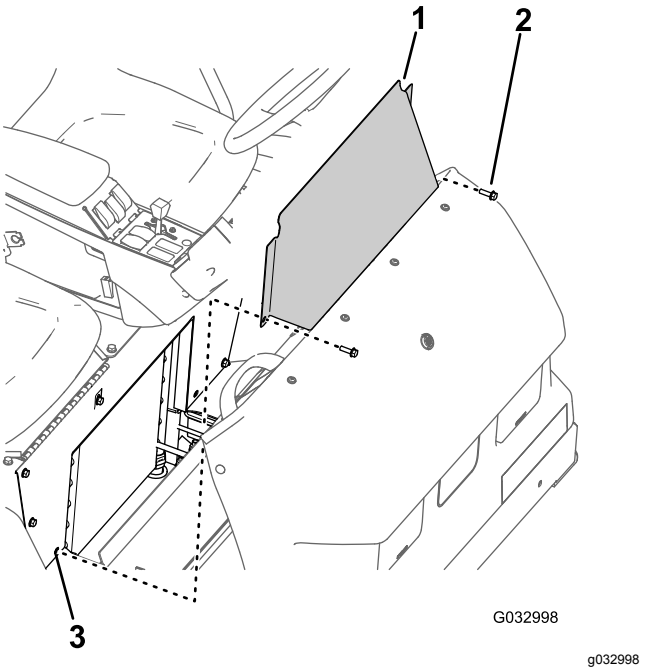

Figur 61
1. Ta bort de två flänsskruvarna som fäster sätessockelns åtkomstpanel på sätessockeln (Figur 61).
2. Ta bort sätessockelns åtkomstpanel från maskinen (Figur 61).
1. Rikta in hålen på sätessockelns åtkomstpanel med hålen i sätessockeln (Figur 61).
2. Montera sätessockelns åtkomstpanel på sätessockeln med de två flänsskruvarna (Figur 61) som du tog bort i steg 1 i Ta bort sätessockelns åtkomstpanel (sida 51).